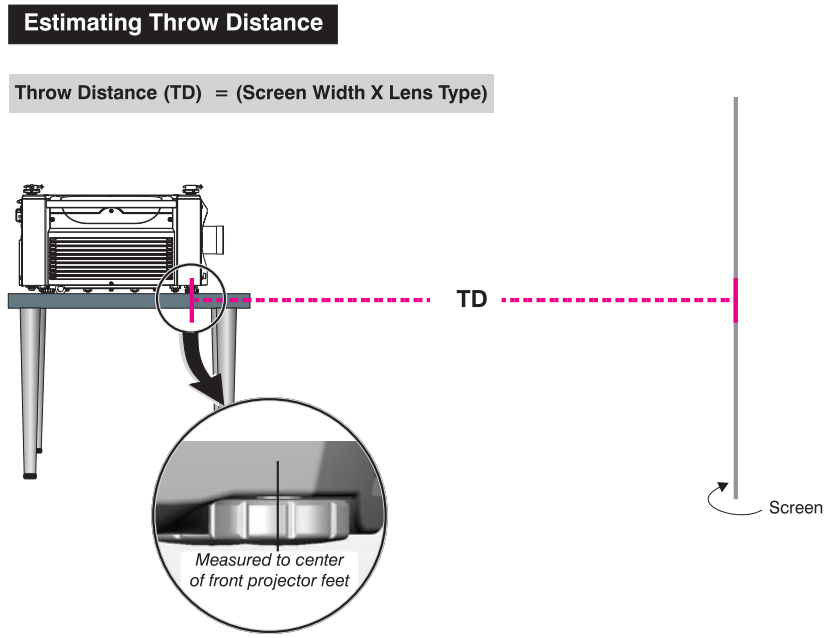

Figure 2.19. Estimating Throw Distance
For any installation, an accurate throw distance (TD) must be determined in order for the image to be of the right size for your screen–the farther the projector is from the screen, the larger the image. Throw distance is the distance between the projector's front feet axes and the screen (Figure 2.19), and is roughly equal to the horizontal width of the screen multiplied by the throw ratio of the installed lens. Once you know your screen size and lens, you can estimate throw distance needed. For example:
- Throw Distance (TD) = ***10*** feet x ***0.7*** = *7* feet